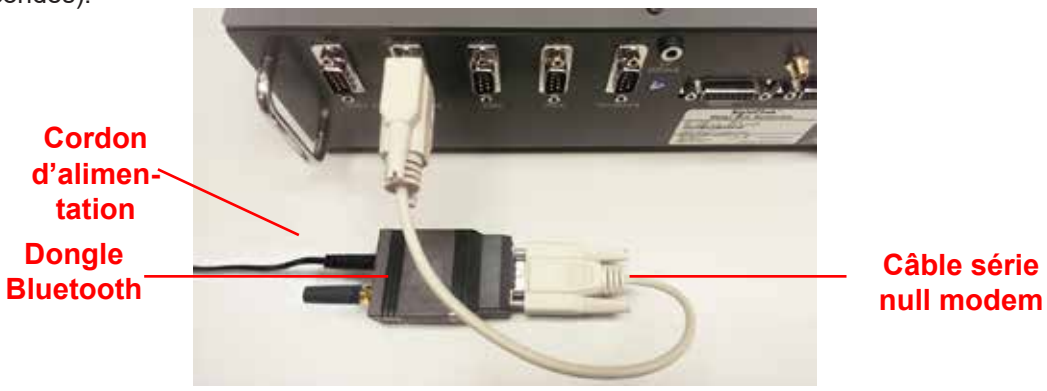

Figure IS-16 Dongle Bluetooth vers boîtier des relais
8. Connecter le dongle Bluetooth au port du boîtier des relais approprié à l'aide du câble série null modem fourni. Se reporter à la Figure IS-16.
9. Appuyer sur le bouton **OK** et attendre plusieurs secondes pour vous assurer que le pilote a été chargé. Se reporter à la Figure IS-16.